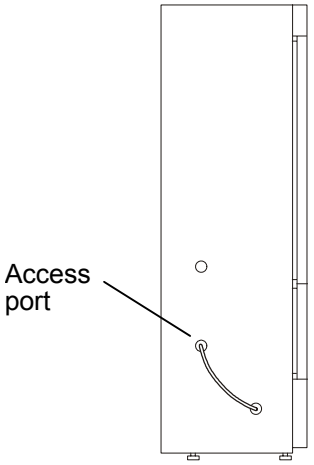

Fig.4
4. Remove the caps (both outside and inside) covering the access port for freezer and take out the thermal insulation in the port. Pass the recorder sensor to the freezer through the access port [Fig. 4]. Then replace the thermal insulation and caps (both outside and inside). Also, replace the cap on the port for taking out the recorder sensor.